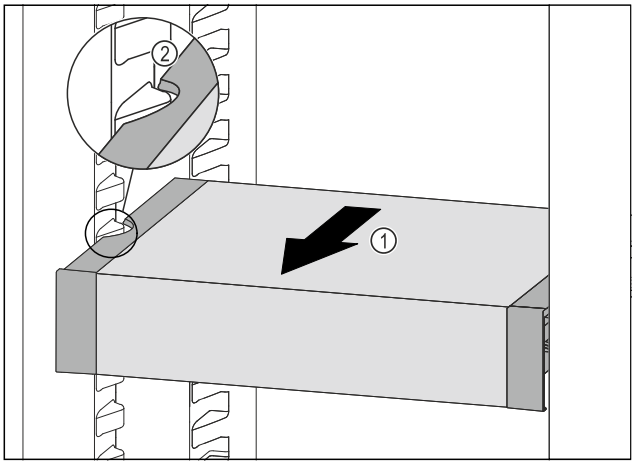

Fig. 180
▶ Trageți în față VarioSafe *Fig. 180 (1)*, până când degajările laterale ale VarioSafe se află la înălțimea nervurii recipientului din frigider. *Fig. 180 (2)*